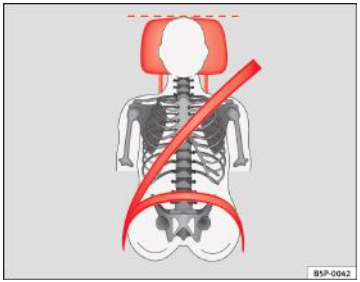
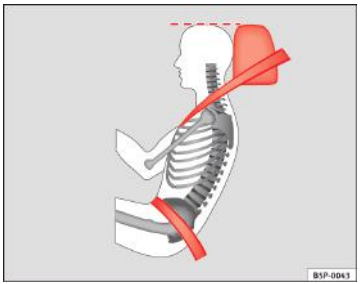

Fig. 3 Tetiera corect reglată văzută din față
Fig. 4 Tetiera corect reglată văzută din lateral
– Reglați tetiera astfel încât marginea sa superioară să se afle la acelaşi nivel cu creştetul sau cât mai aproape posibil de acest nivel şi, cel mai jos, la nivelul ochilor ⇒fig. 3 şi ⇒fig. 4.